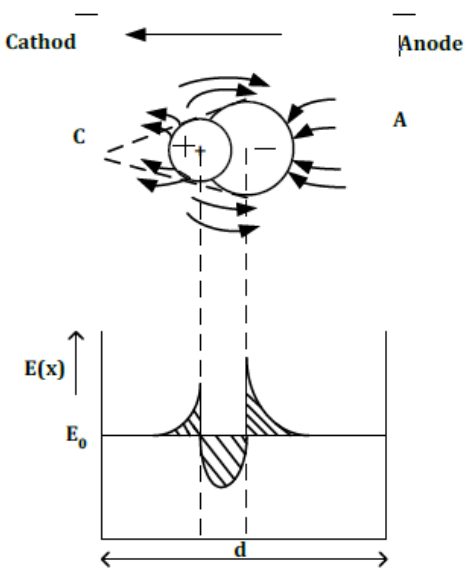

Fig 1.5 : Breakdown with a step function voltage pulse
Fig. 1.5 shows the electric field around an avalanche as it progresses along the gap and the resultant field i.e., the superposition of the space charge field and the original field E_0.
B. It can be seen from Fig. 1.5 that the filed at the head of the avalanche is strengthened.